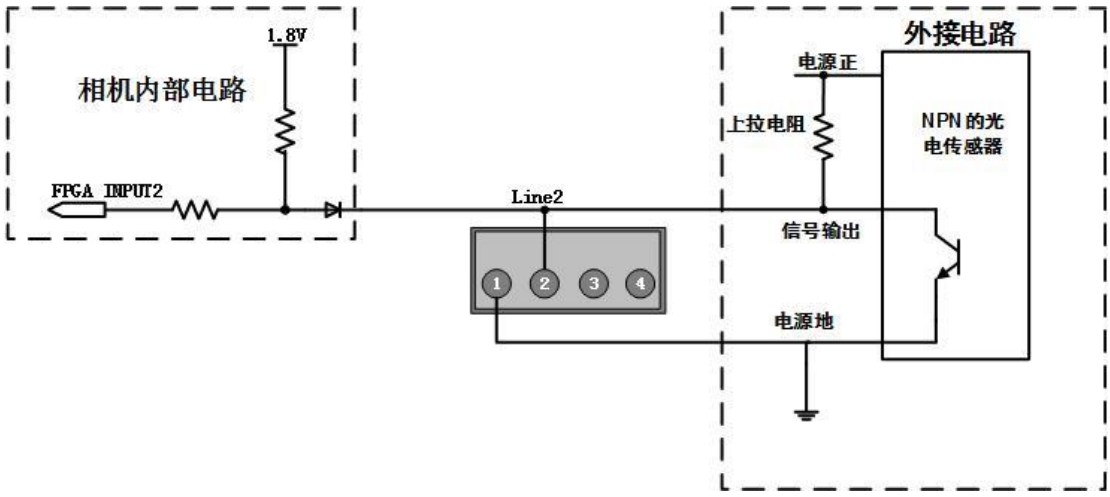
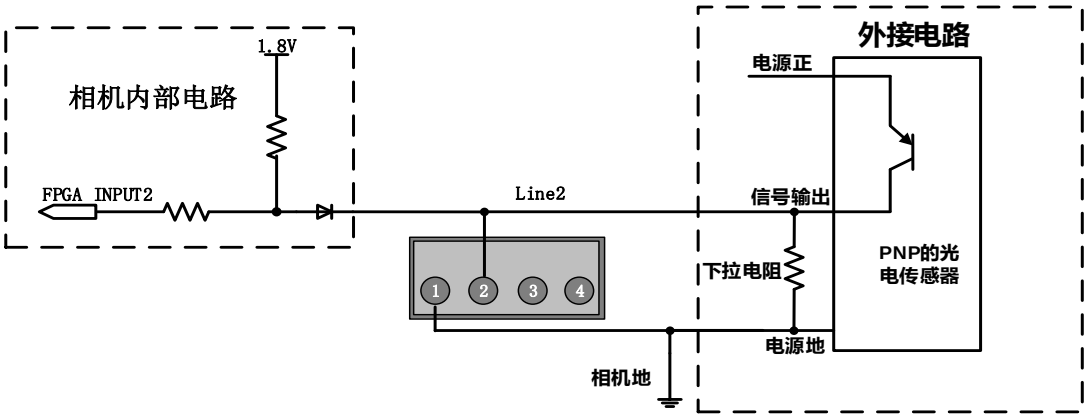

图 7-7 NPN 型光电传感器连接到 Line2 输入电路
图 7-8 PNP 型光电传感器连接到 Line2 输入电路
- Line2 输入高电平时，输入电流小于 100μA；Line2 输入低电平时，输入电流小于-1mA。Line2 和 NPN 型、PNP 型光电传感器的连接方法见图 7-7 和图 7-8。上拉电阻阻值和外接电源电压的关系见表 7-5